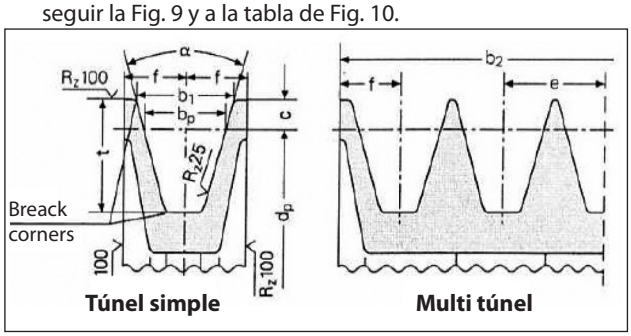

Fig. 9
a) Utilizar poleas con correas trapezoidales con las dimensiones del canal prescritas/recomendadas por el fabricante de la correa utilizada. A falta de indicaciones, seguir la Fig. 9 y a la tabla de Fig. 10.